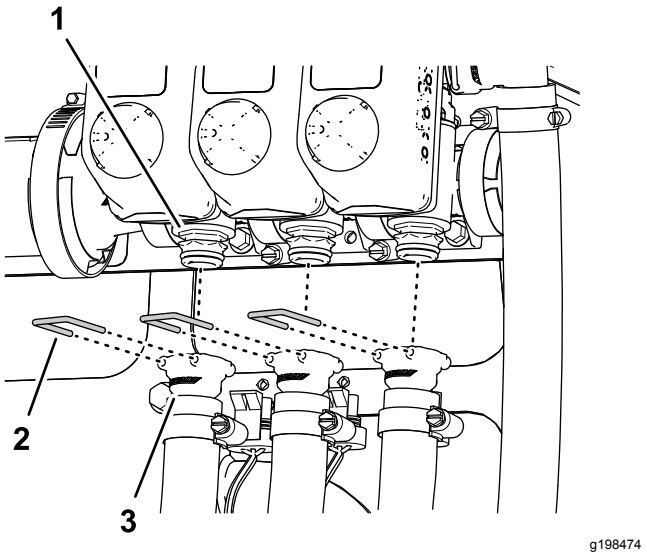

Figur 35
6. Afmonter de holdere, der fastgør lynkoblingerne på venstre, midterste og højre forsyningsslanger, fra sprøjtesektionsventilernes lynkoblinger (Figur 35).
7. Afmonter venstre, midterste og højre sektions-forsyningsslanger fra sprøjtesektionsventilernes lynkoblinger, og fjern slangerne fra maskinen (Figur 35).